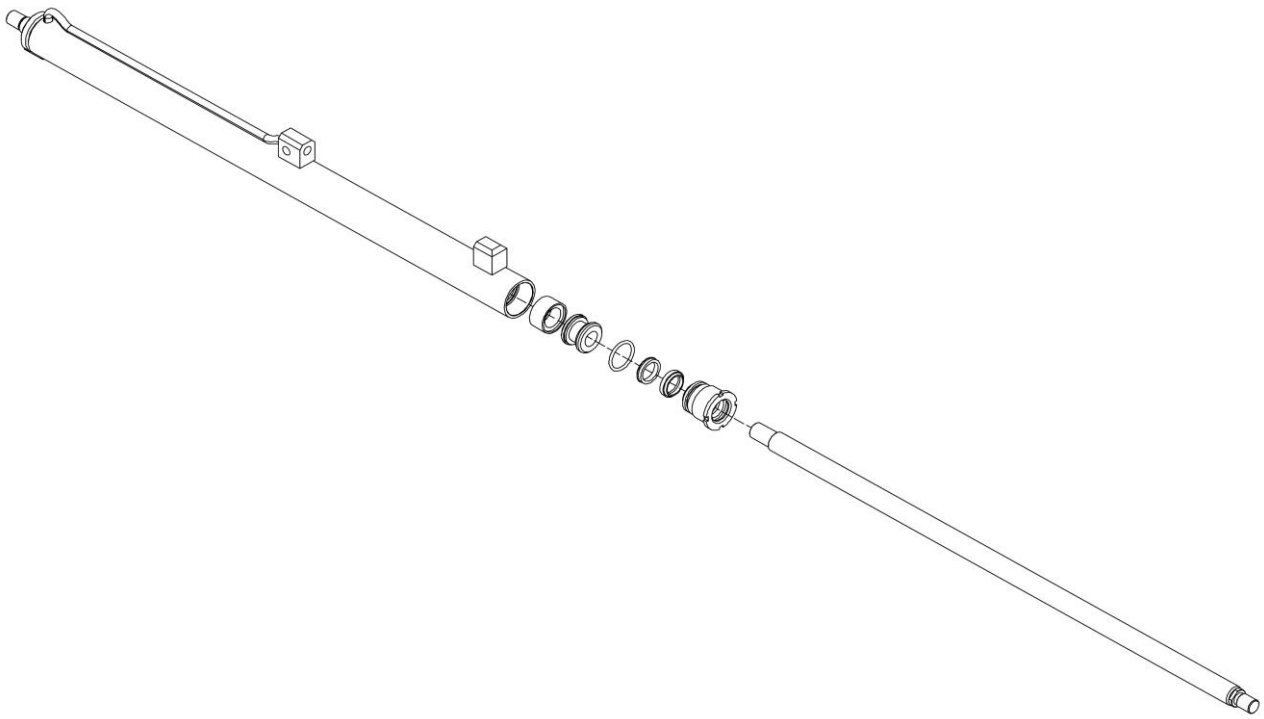

Figura 25
8. Referirse a la *Figura 25*.